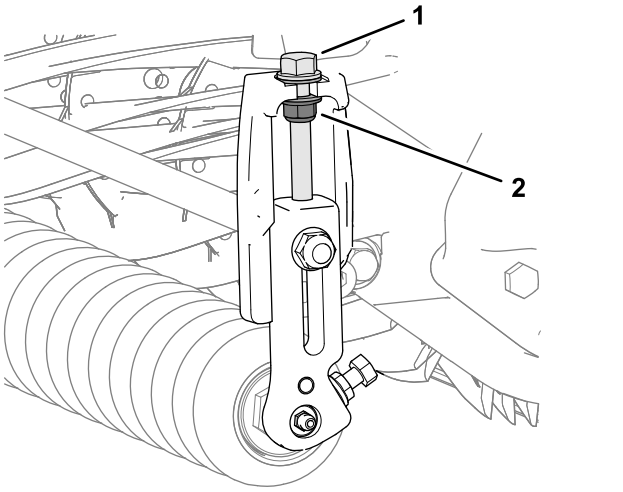

Figur 1
1. Løsn de 2 flangelåsemøtrikker ved de 2 klippehøjdeskruer (Figur 1).